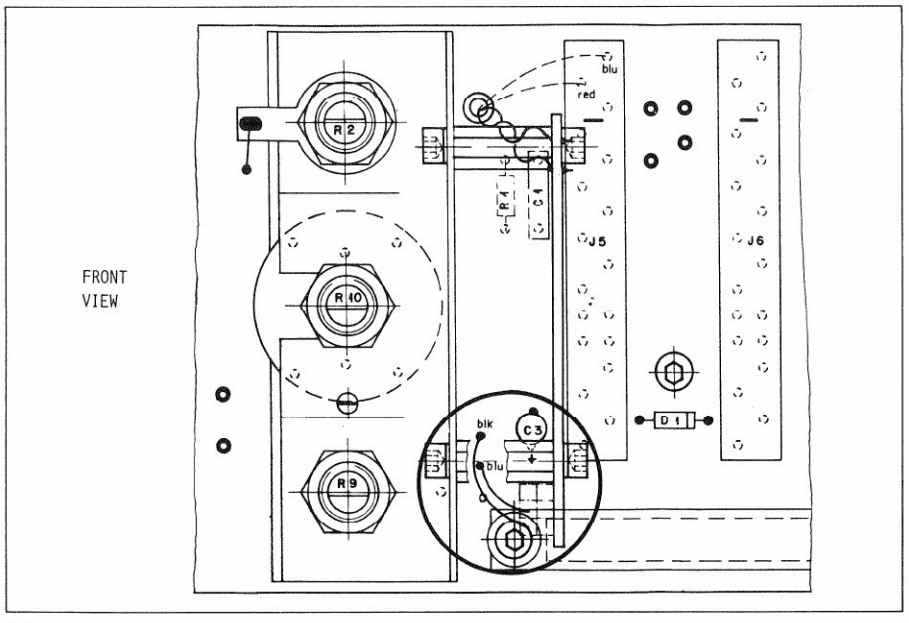

Fig. 3
- Zwei Litzen (blk, blu) mit CIS-Stecker in Basisprint einlöten, wo früher die Sekundärwicklung des Eingangstransformators angeschlossen war. Siehe Fig. 3.
- Fasten 2 hexagon pins on the transformer retaining bracket in such a way that they point in the direction of the SYNC/REPRODUCE preamplifiers (2 screws M3 with locking washers, allen key 2.5 mm, open-end wrench 6 mm).
- Solder two stranded wires (blk, blu) with CIS connector into the master board where previously the secondary winding of the input transformer was connected. Refer to Fig. 3.
- Litzen red und blu (verdrillt) durch das selbe Loch im Basisprint fädeln und auf dessen Rückseite anlöten, vorzugsweise an den Anschlüssen des Steckverbinders für den REPRODUCE PREAMPLIFIER 1.080.804. Blaue Litze mit Anschluss A16 (-12 V), Rote Litze mit Anschluss B15 (+12 V) verbinden (siehe Fig. 3 und 4).
- Guide red and blu stranded wires (twisted) through the same hole in the master board and solder them to the back of the latter, preferably to the terminals of the female connector for the REPRODUCE PREAMPLIFIER 1.080.804. The blue stranded wire is connected to terminal A16 (-12 V), the red wire to terminal B15 (+12 V), refer to Fig. 3 and 4.